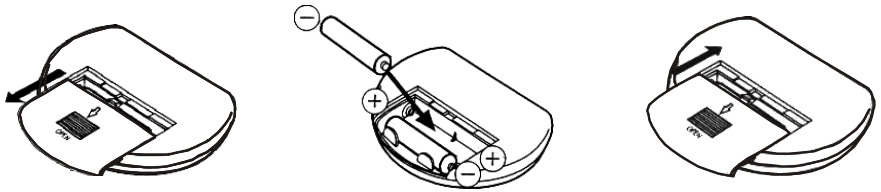

Figure 1 Figure 2 Figure 3
1. Ouvrir le boîtier de la télécommande (figure 1)